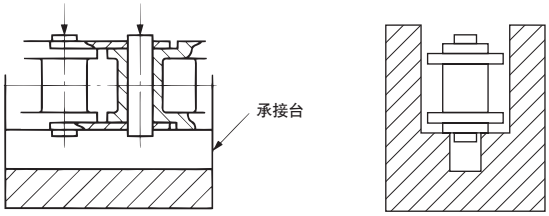

图15. 塑料链条设置于承接台后的断面
1) 用承接台支承链条的外链板，用专用冲头按压销的头部（参见照片），并用锤子轻轻敲击冲头头部（图15）。